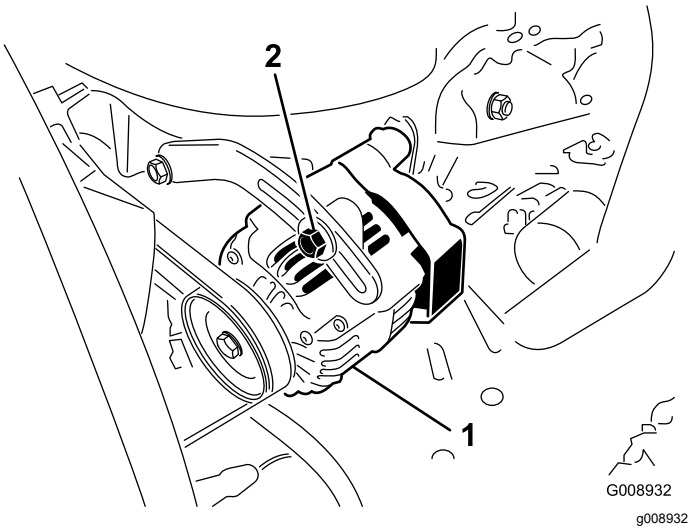

Figur 73
Kontroller remmenes tilstand og spenning (Figur 73) etter hver 100. driftstime.
2. Hvis du ikke kan trykke den ned 10 mm, løsner du monteringsboltene for generatoren (Figur 73). Øk eller reduser spenningen til generatorremmen, og stram til boltene. Kontroller hvor langt ned du kan trykke beltet, for å kontrollere at spenningen er riktig.